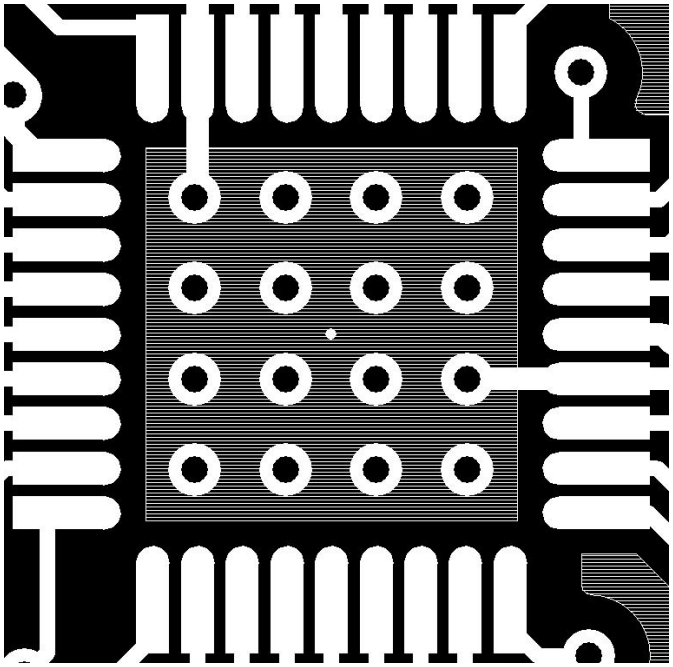

**Figure 8. Ground Pad Recommended Layout**
- Added Figure 8, “Ground Pad Recommended Layout,” on page 45.